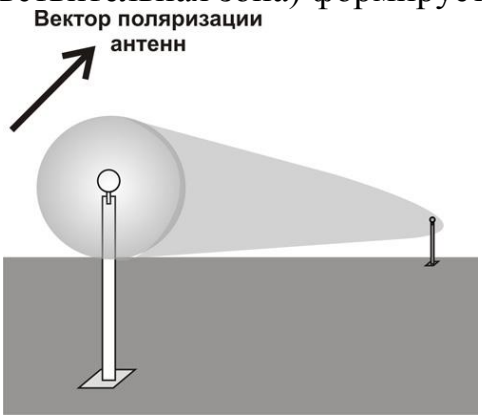
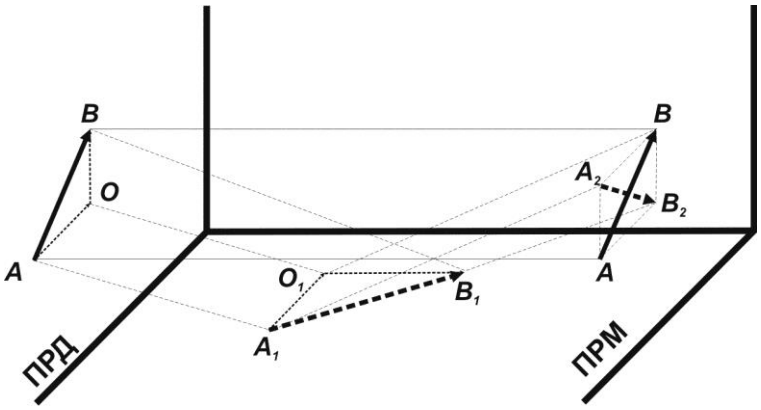

Рис.6.2
Рис. 6.3
6.1.1.2 Установка БПРМ и БПРД вертикально относительно поверхности земли (рис. 6.2) соответствует наклонной ориентации вектора поляризации антенн. Принцип работы извещателя с наклонной ориентацией вектора поляризации запатентован («Радиоволновой способ обнаружения объектов», Патент РФ №2348980). Плоско поляризованное электромагнитное поле (чувствительная зона) формируется между БПРД и БПРМ в виде вытянутого эллипсоида вращения, причем вектор поляризации АВ формируется под углом ≈ 45° по отношению к прилегающим поверхностям (земле, заграждению и др., рис. 6.3). Отраженные от поверхностей волны (вектор А2В2) попадают на приемную антенну **ПРМ** под углом ≈ 90° по отношению к ее собственному вектору поляризации **АВ**. В результате вклад отраженного сигнала в суммарный сигнал на выходе приемной антенны **ПРМ** ничтожно мал. В отсутствии в ЗО заграждения или других посторонних отражающих предметов, на БПРМ попадают только прямые от БПРД сигналы, а отраженные нарушителем сигналы поступают на БПРМ с вектором поляризации перпендикулярным собственному вектору поляризации приемной антенны и «невидимы» для БПРМ. Зоны Френеля не образуются и не участвуют в сигналообразовании, что приводит к значительному сужению ЗО. Приближение блоков к по-